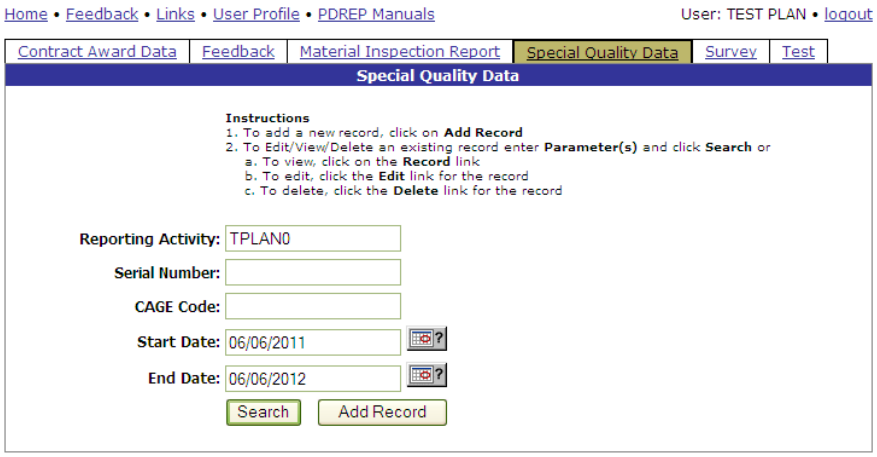

Figure 5.2
b. The Special Quality Data interface displays (Figure 5.2).